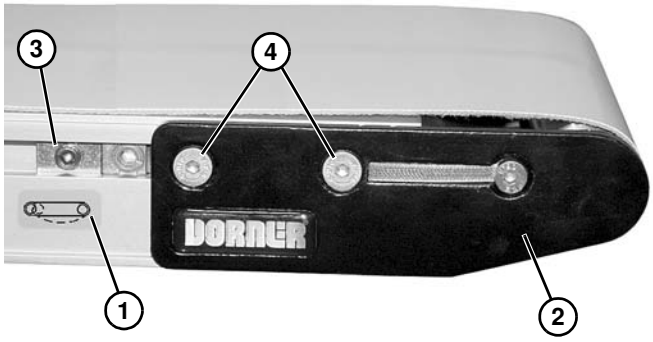

Abbildung 29
4. Auf der Spannseite des Förderbands, mit einem Etikett gekennzeichnet **(Abbildung 29, Teil 1)**, die Kopfplattenbaugruppe **(Abbildung 29, Teil 2)** eindrücken:
a. Auf beiden Seiten des Förderbands die Exzenter-Tracking-Baugruppen **(Abbildung 29, Teil 3)** (falls vorhanden) lösen und weg von den Kopfplatten bringen.
b. Befestigungsschrauben **(Abbildung 29, Teil 4)** lösen und Kopfplattenbaugruppe nach innen drücken.